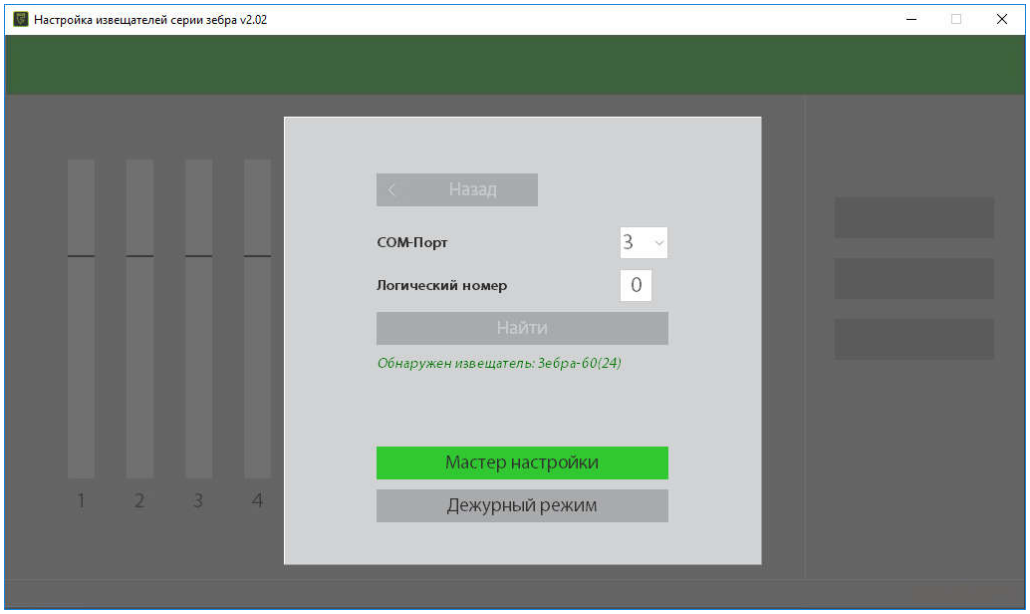

Рисунок 2.20
2.3.7.5.1 Запустить на Android устройстве программу «FM UNI» (рисунок 2.20).